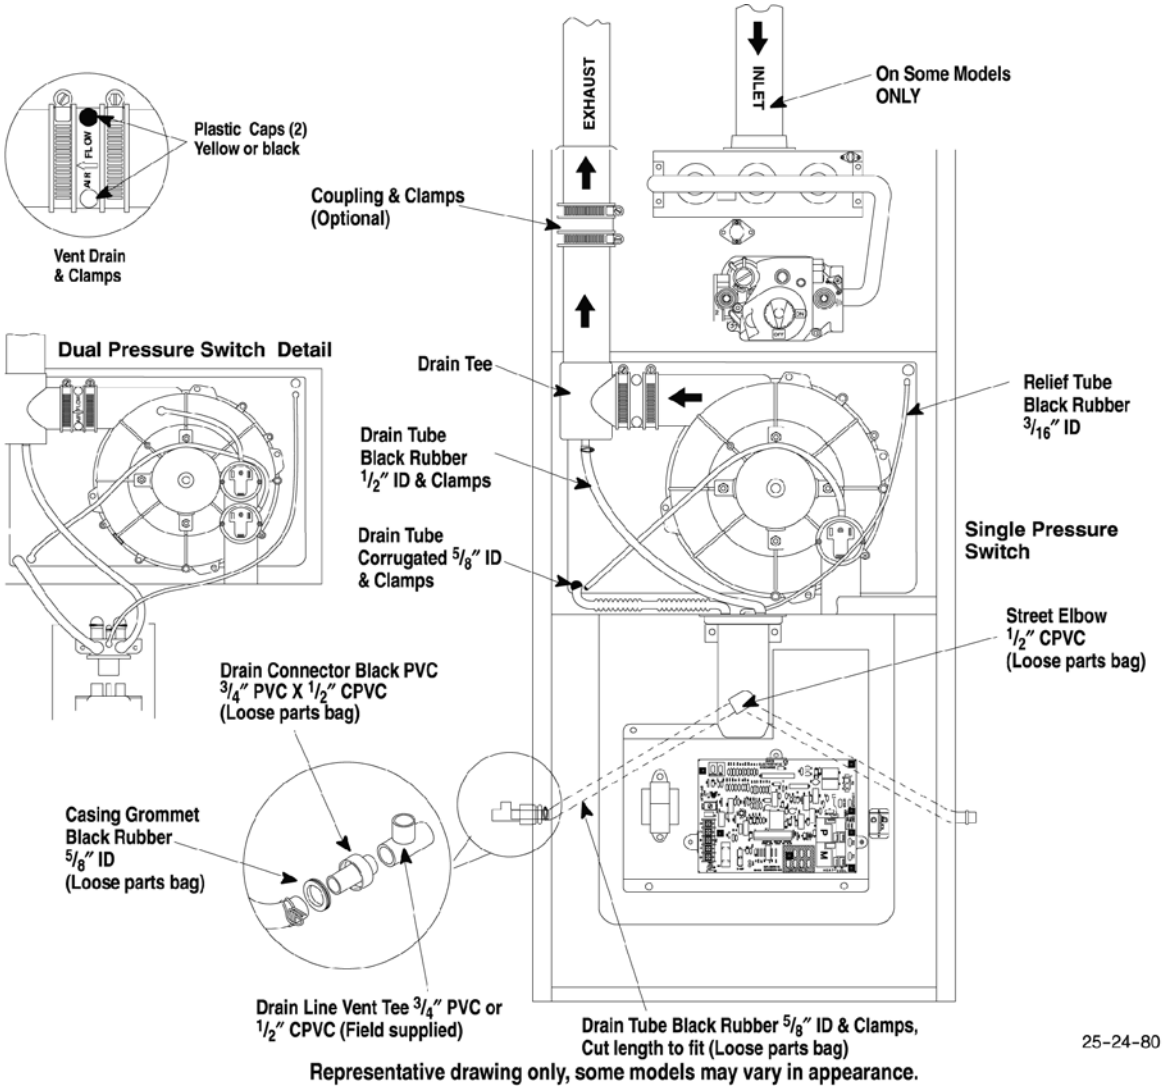

Fig. 6 - Upload Installations Top Vent
5. If condensate trap is located in left-or right-hand side of furnace casing, proceed to item 6, otherwise remove trap and tubing as described below. (See top Fig. 6, 7, or 8.)
9. Reassemble motor and blower wheel by reversing items 8b through 8f. Ensure wheel is positioned for proper rotation. Be sure to reattach ground wire. Tighten setscrew to 140 to 160 in.-lb torque.
b. Connect condensate trap drain tubes. See Fig. 6, 7, or 8.
9. Reconnect pressure switch tubes to gas valve and intake housing. Refer to tube routing label on main furnace door for proper tube location. Be sure tubes are not kinked. (See Fig. 6, 7, or 8.)
6. Disconnect drain tube from inducer housing. (See Fig. 6, 7, or 8.)
12. Reconnect pressure tubes to pressure switch. See diagram on main furnace door for proper location of tubes. Be sure tubes are not kinked. (See Fig. 6, 7, or 8.)